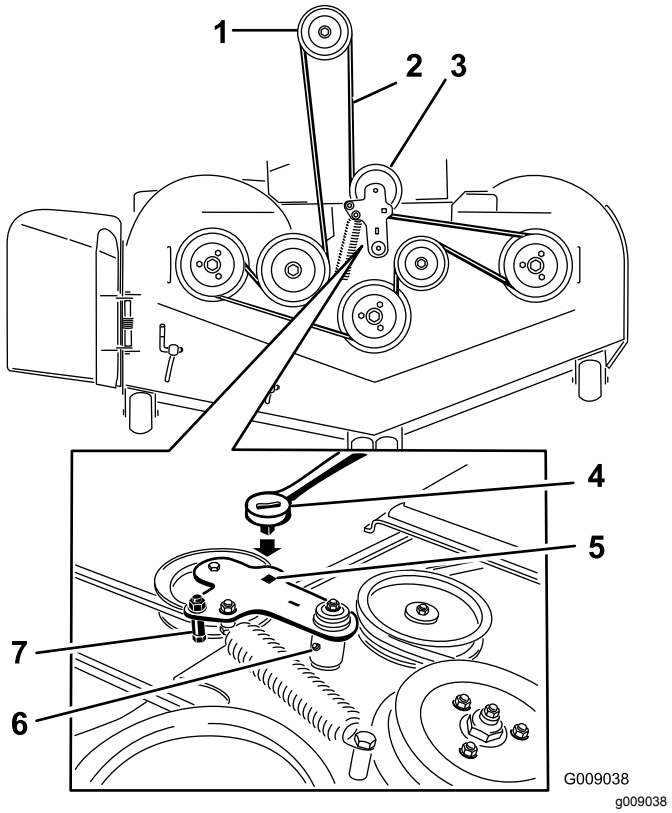

Figuur 84
7. Gebruik een ratelsleutel in de vierkante opening in de arm van de spanpoelie om de druk op de veer te verminderen (Figuur 84).
9. Verwijder de riemgeleider op de arm van de veerbelaste spanpoelie (Figuur 84).
11. Bevestig de nieuwe riem rond de poelies van het maaidek en de koppelingspoelie onder de motor (Figuur 84).
12. Bevestig de riemgeleider op de arm van de spanpoelie (Figuur 84).
13. Gebruik de ratelsleutel in de vierkante opening en plaats de veer van de spanpoelie (Figuur 84).